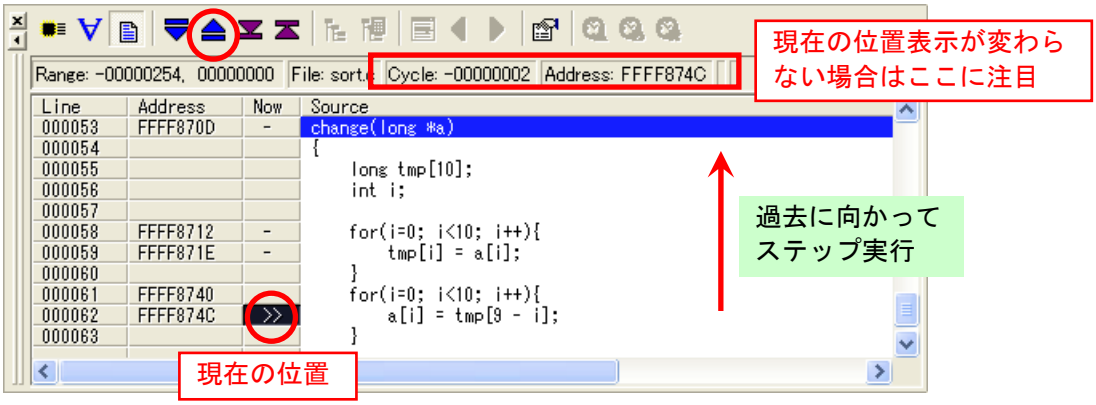
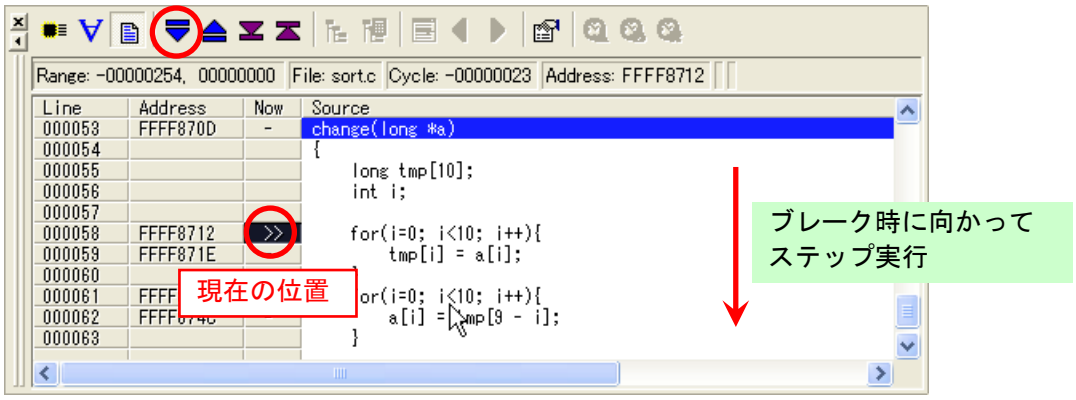

図 4.66　逆方向ステップ
図 4.67　順方向ステップ
(8) ソース表示モードでは、トレース情報を解析してプログラムの実行履歴を、図 4.66のように逆方向にステップして追いかける[バックステップ機能]、図 4.67のように順方向への[ステップ機能]が使用できます。この例では、change 関数内のループ箇所にあるため、ステップボタンを押しても現在の位置が変わらない場合があります。その場合は、ウィンドウの右上の Cycle と Address を確認してください。この値が変わっている場合は、ループ中にあることがわかります。